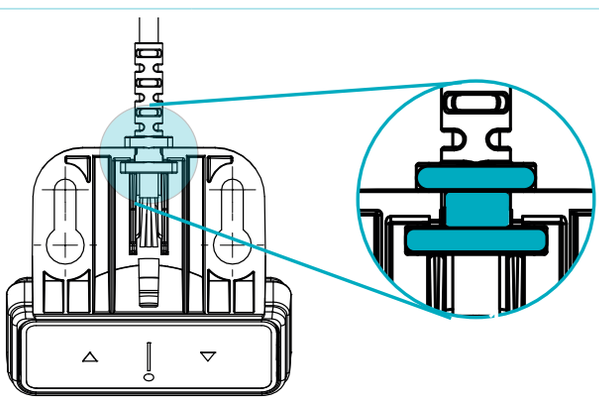

Abb. 5: Einsetzen der Zugentlastung am DMUI-TOUCH-B-UD-LD
2. Stecken Sie die Zugentlastung in den dafür vorgesehenen Schlitz am Handschalter (Abb. 5).